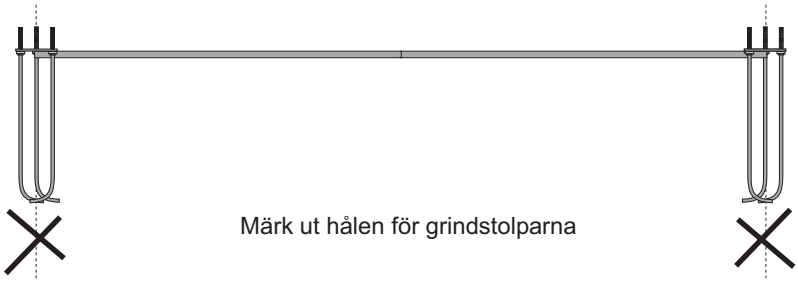

Fig 4
11. Stolparna ska monteras med gångjärnen riktade mot varandra, fig 4. Dra upp kablarna genom stolpen och ut genom hålet som finns under fäst-järnet för motorfästena. se fig 4.